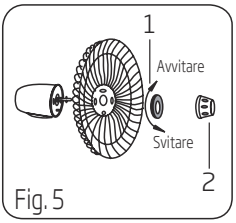

Fig. 5
1. Svitare il fermo ruotando in senso orario (o estrarre il fermo dalla confezione) e il dado in plastica in senso antiorario per rimuoverli entrambi. Fissare la griglia posteriore al motore e quindi stringere nuovamente il dado in plastica. (Fig. 5)